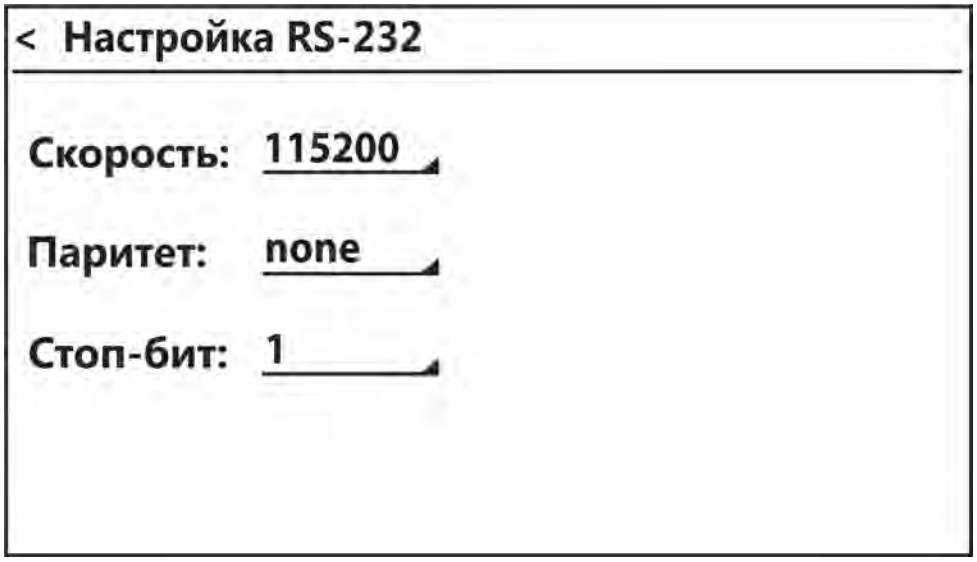

Рисунок 21 — Настройка интерфейсов RS-232/RS-485
- нажать **Меню** ⇒ **Настройка** RS-232/RS-485. На дисплее появится окно с настройками выбранного интерфейса (рисунок 21);